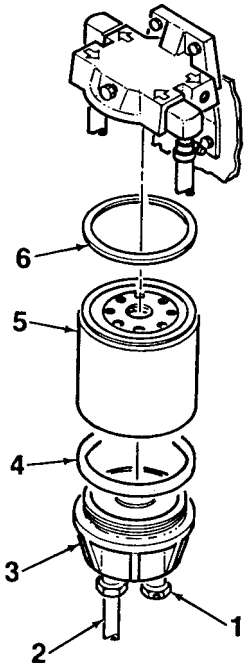

Figure 4-43. Filter Servicing
2. Open filter / separator drain valve (1, Figure 4-43) and drain fluid through hose (2). Close valve (1) and disconnect hose (2) when drained.
3. Using a filter wrench, unscrew clear bowl (3) and filter (5) from filter head. Remove gasket (6).
4. Remove filter (5) from bowl (3). Remove gasket (4) and drain excess fuel.
11. Install new filter (5) and gasket (4) onto bowl (3).
12. Install bowl (3), filter (5), and gasket (6) onto filter head. Hand tighten.
13. Connect hose (2) to bowl (3) and close drain valve (1).